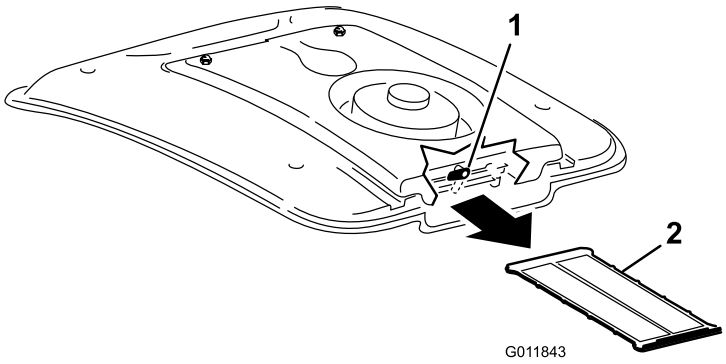

Figur 74
2. Drej låsen ud til siden på bagsiden af ventilatorsamlingen (Figur 74).
3. Skub airconditionfilteret ud under airconditionanlæggets kølespiral (Figur 74).
4. Rengør filteret grundigt med trykluft (Figur 74).